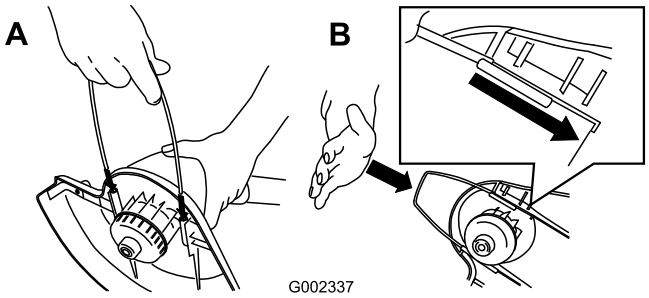

Bild 3
4. Installieren Sie die Metalldrahtführung (Bild 3).